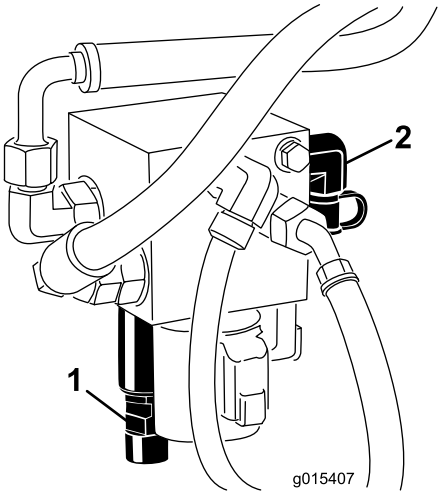

**Figuur 14**
3. Sluit een drukmeter aan op de testpoort achteraan de verdeelinrichting van het liftmechanisme (Figuur 14).
4. Aan de voorkant van de verdeelinrichting verwijdert u het deksel van de spoel van het tegengewicht (Figuur 14).
5. Draai de contramoer los op de onderkant van de spoel van het tegengewicht (Figuur 14).